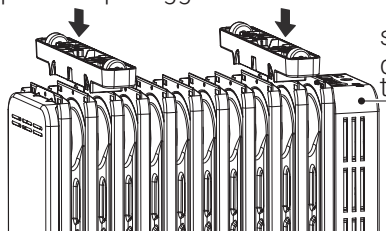

Figura 1
2. Come mostrato nella Figura 1, allineare la fessura di installazione di un gruppo di piedini tra il secondo e il terzo elemento, quindi premere per agganciare; allineare la fessura di installazione dell'altro gruppo di piedini tra il penultimo e il terzultimo elemento, quindi premere per agganciare.